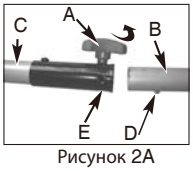

Рисунок 2A
1. Ослабьте барашковый винт (A), повернув его против часовой стрелки (рис. 2A).